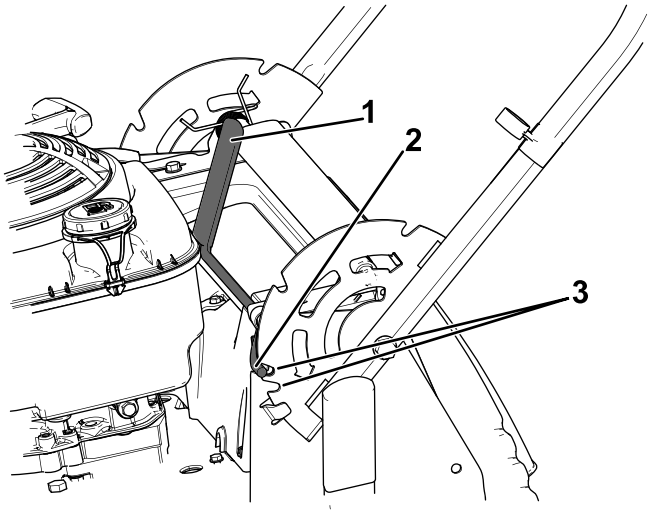

Rysunek 15
1. Pociągnij dźwignię blokady uchwytu do tyłu, aby odłączyć sworznie blokujące uchwyt (Rysunek 15).
2. Obróć uchwyt i wyrównaj odpowiednie wycięcie we wsporniku uchwytu ze sworzniami blokady uchwytu; patrz Rysunek 15.